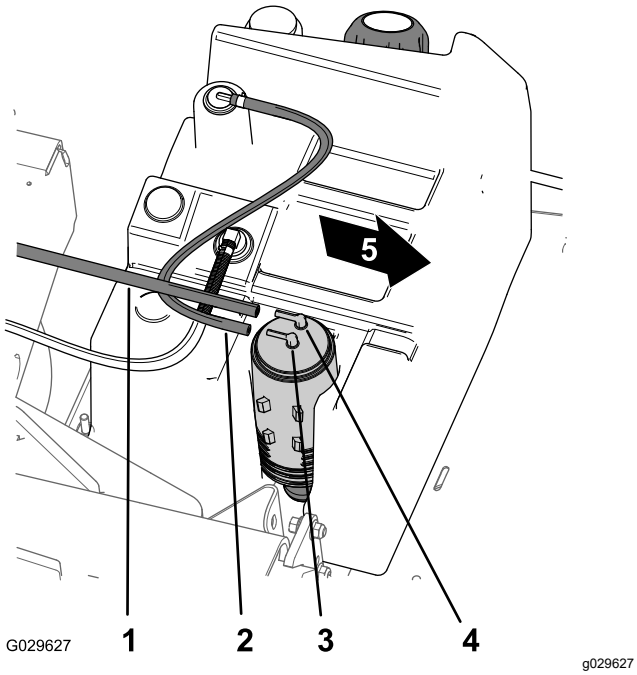

Figur 44
1. Koppla bort vakuumslangen från kopplingen på kolkanistern som är märkt ”Purge” (Figur 44).
2. Koppla bort bränsletanksslangen från kopplingen på kolkanistern som är märkt ”Fuel Tank” (Figur 44).
8. Anslut vakuumslangen till kolkanisterns koppling som är märkt ”Purge” och bränsletanksslangen till kopplingen som är märkt ”Fuel Tank” (Figur 44).